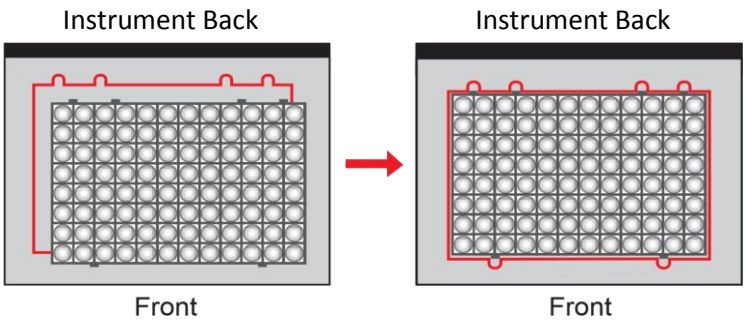

Figure 4: Positioning of the 96 well plats on the plate loader
5. Place the extraction plate on the Plate Loader. Note that the plastic caviti into their positions (Figure 4).